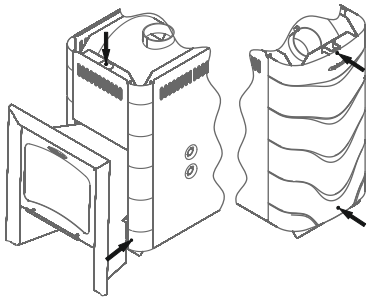

Рисунок 9. Саморезы для демонтажа конвектора печи
2. Снять конвектор, открутив 5 саморезов (рисунок 9);